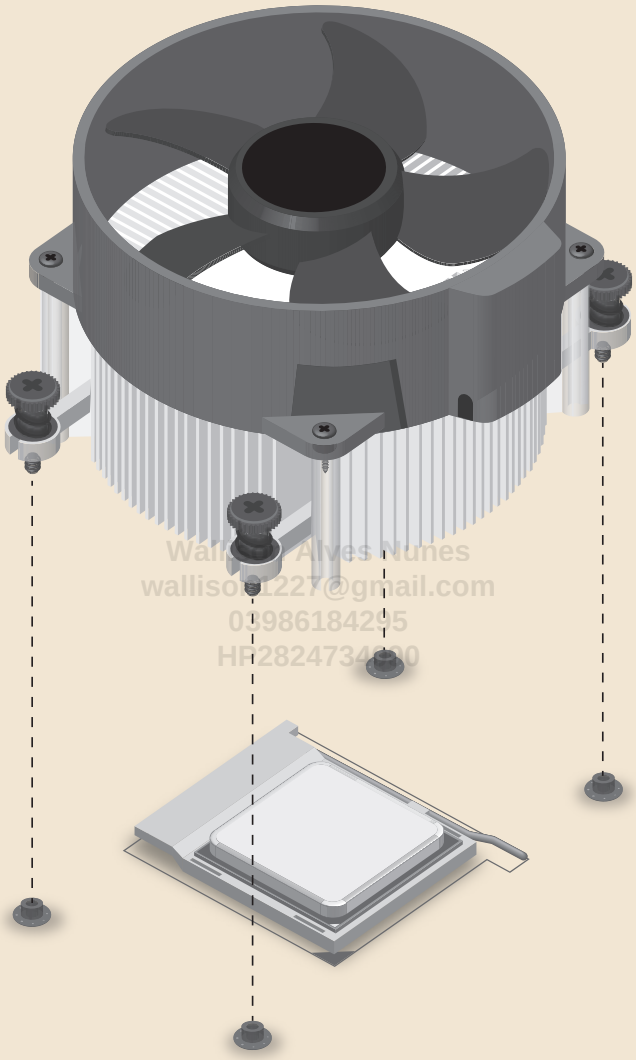

Figura 18.13: Posicione o cooler.
2. Posicione o cooler sobre o processador, de preferência colocando o lado que traz os fios da ventoinha próximos ao conector no qual esses fios deverão ser instalados, para evitar que você tenha esses fios passando por cima da ventoinha, o que pode fazer com que os fios se prendam às suas pás. Ver Figura 18.13.